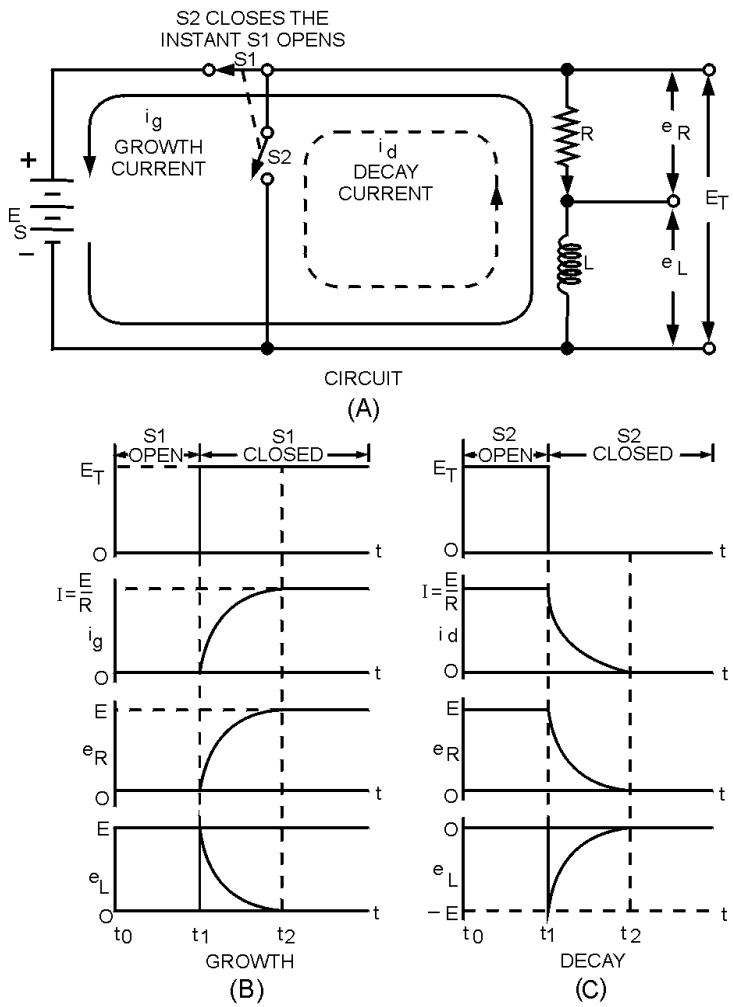

Figure 2-10.—Growth and decay of current in an LR series circuit.
A voltage divider containing resistance and inductance may be connected in a circuit by means of a special switch, as shown in figure 2-10(A). Such a series arrangement is called an LR series circuit.
When switch S_1 is closed (as shown), a voltage E_S appears across the voltage divider. At this instant the current will attempt to increase to its maximum value. However, this instantaneous current change causes coil L to produce a back EMF, which is opposite in polarity and almost equal to the EMF of the source. This back EMF opposes the rapid current change. Figure 2-10(B) shows that at the instant switch S_1 is closed, there is no measurable growth current (i_g), a minimum voltage drop is across resistor R, and maximum voltage exists across inductor L.
growth current (i_g) is increased and consequently e_R is increased. Figure 2-10(B) shows that the voltage across the inductor (e_L) finally becomes zero when the growth current (i_g) stops increasing, while the voltage across the resistor (e_R) builds up to a value equal to the source voltage (E_S).
When the battery switch (S_1) in the LR circuit of figure 2-10(A) is closed, the rate of the current increase is maximum in the inductive circuit. At this instant all the battery voltage is used in overcoming the emf of self-induction which is a maximum because the rate of change of current is maximum. Thus the battery voltage is equal to the drop across the inductor and the voltage across the resistor is zero. As time goes on more of the battery voltage appears across the resistor and less across the inductor. The rate of change of current is less and the induced emf is less. As the steady-state condition of the current is approached, the drop across the inductor approaches zero and all of the battery voltage is "dropped" across the resistance of the circuit.
Figure 2-10(C) shows that when switch S_2 is closed (source voltage E_S removed from the circuit), the flux that has been established around the inductor (L) collapses through the windings. This induces a voltage e_L in the inductor that has a polarity opposite to E_S and is essentially equal to E_S in magnitude. The induced voltage causes decay current (i_d) to flow in resistor R in the same direction in which current was flowing originally (when S_1 was closed). A voltage (e_R) that is initially equal to source voltage (E_S) is developed across R. The voltage across the resistor (e_R) rapidly falls to zero as the voltage across the inductor (e_L) falls to zero due to the collapsing flux.